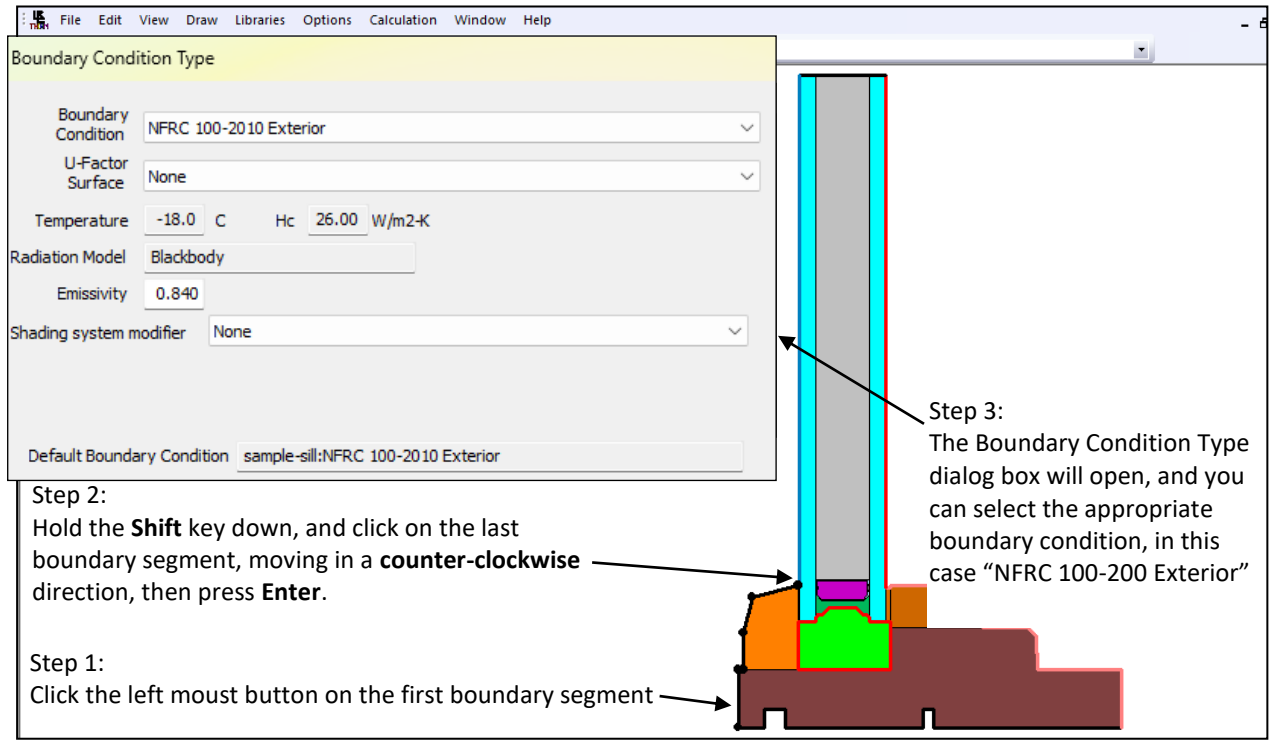

Figure 10-47. Select multiple boundary segments for the exterior side of the cross section, and define their boundary conditions.
- Use the same technique to define the boundary conditions for the exterior (left side) of the cross section, as shown in Figure 10-47. Select the exterior boundary segments for the exterior stop and the frame, and assign them the **Boundary Condition** of **Exterior Surface**.